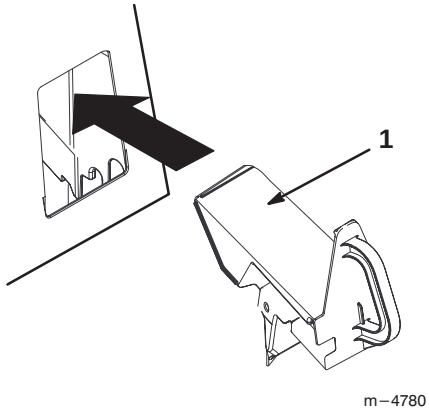

Abbildung 19
4. Den Verschlußstopfen wie in Abbildung 19 gezeigt in die Öffnung stecken.